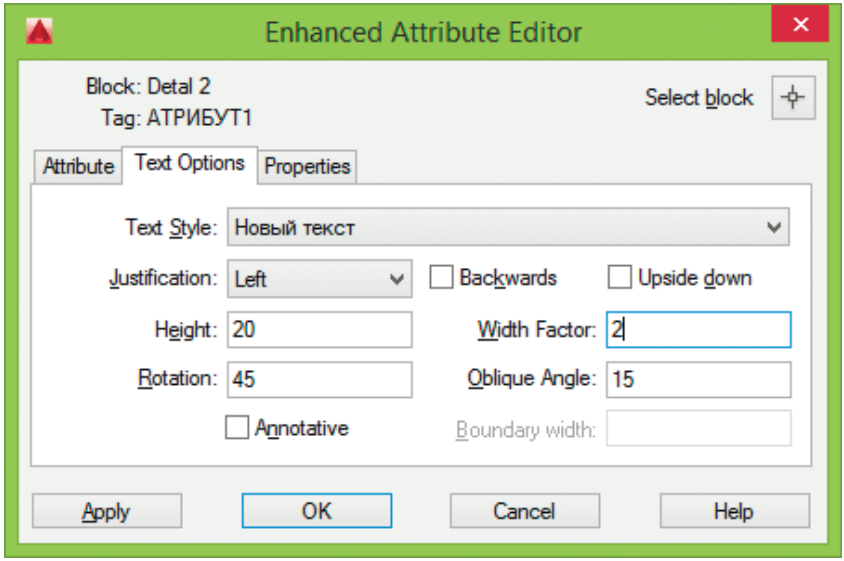

Рис. 10.21. Диалоговое окно редактирования параметров текста атрибутов блока
- Вкладка **Text Options** дает возможность редактировать параметры текста (рис. 10.21):